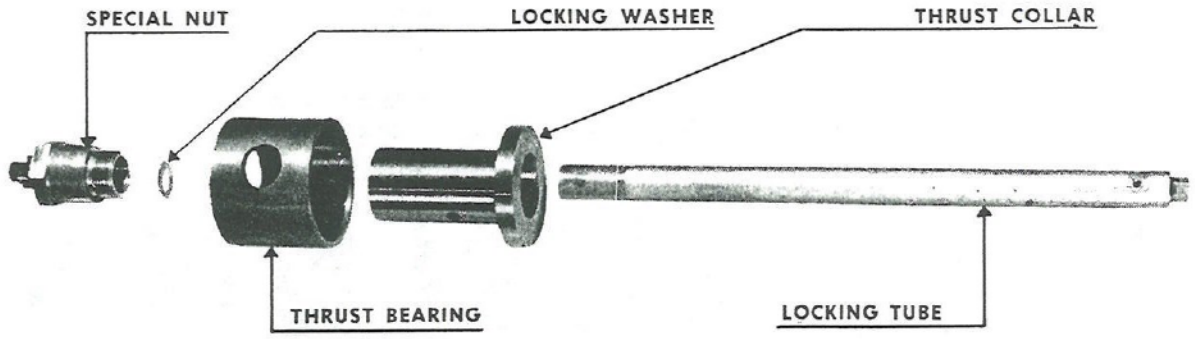

Fig. 170. Turbocharger Thrust Bearing
c. After removing the pump, remove the special nut which has a right hand thread. The rotor must not be jammed to prevent its turning while this nut is removed. Tap the wrench to start the nut. With the nut off remove the locking tube, thrust collar and thrust bearing which is shown in Fig. 170.
and the oil baffle and then drive out bearing. Inspect the thrust collar and thrust bearing shown in Fig. 170 and check with the table of clearances.
236. REASSEMBLY OF BEARINGS. If new bearing shells are being installed in the bearing support, be sure that the side of the shell with a 45° chamfer should enter the hole first. A scribe line located on the side of the bearing shell must be lined up with the chisel mark adjacent to the bearing shell seat in the bearing support. The oil holes in the bearing shell and bearing seat must also be in alignment. After pressing in the new shell, check this alignment by passing a small piece of bent wire through the holes. Replace the set screws securing the bearing shells. Replace the oil baffle, making sure that the locating pin in the bearing support passes into the locating hole in the oil baffle. Install the oil-proof rubber gasket and the oil baffle nut. Tighten down oil baffle nut and center-punch at the thread to lock into place. Oil the exterior of the bearing support and replace in the blower casing, checking to be sure that the oil drain slot adjacent to the bearing support flange is down and registering with the drain ribs in the blower casing. Cover a block of wood with a piece of cloth and hold against the bearing support. Drive the bearing support in carefully until the stud nuts can be started and the flange can be pulled down to its seat by the studs. Replace the thrust collar and thrust bearing. Be sure the thrust collar key is properly placed. Install the locking tube and the copper locking washer as shown in Fig. 170, and the special nut. Tighten the special nut by tapping on the wrench, as the rotor must not be blocked. Replace the gasket between the bearing support and oil pump flange and replace the capscrews. If a new gasket is used, make it out of material .020" thick. Check the thrust by dial indicator to obtain the clearance specified in Sect. VIII. Adjust gasket thickness to secure this clearance. It can also be secured by the thickness of the special copper washer located inside the special nut. With the bearings in place, replace the intake silencer and bolt securely. Connect the oil feed line to the oil pump. Before replacing the cover on the end of the silencer, remove the priming plug and pour about a quart of oil into the system to prime the pump.